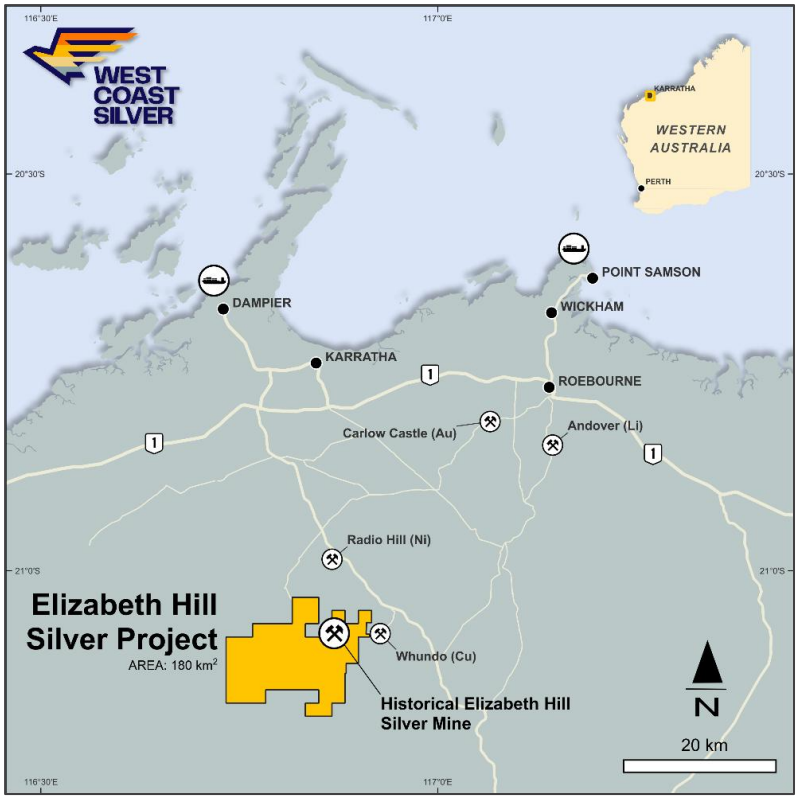

Figure 7. *Combined West Coast Silver (WCE), Greentech Metals (GRE) and Alien Metals (AIM Listed: UFO) Tenement Location*
- **High silver grades located on a mining lease** with proximity to the Radio Hill processing facility (Figure 7).